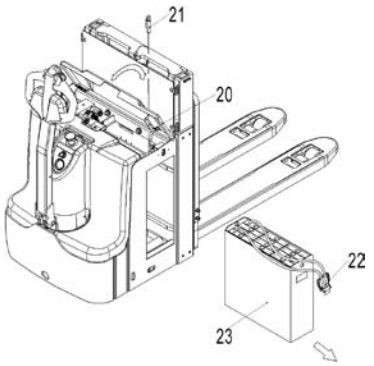

Fig. 11: Battery replacement
Park the truck securely, turn off the key switch (6) and push the emergency button (5) to off the truck. Open the battery cover (20), disconnect the battery plug (22) and battery lock (21), then move the battery (23) out according to fig. 11.